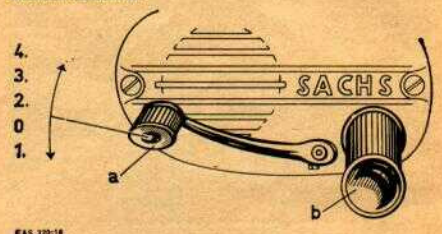

Bild 4
a) Leerlauf einschalten (zwischen 1. und 2. Gang), (s. Bild 4)
den ersten Gang einschalten (Schalthebel a Bild 4 nach unten drücken, bis 1. Gang einrastet),
Durch Herunterdrücken des Fußschalthebels a (Bild 4) schaltet man den nächst niederen, durch Heraufziehen den nächst höheren Gang ein. Der Leerlauf liegt zwischen dem 1. und 2. Gang. Der Schalthebel gelangt durch seine Federvorspannung stets wieder in seine Normalstellung zurück.